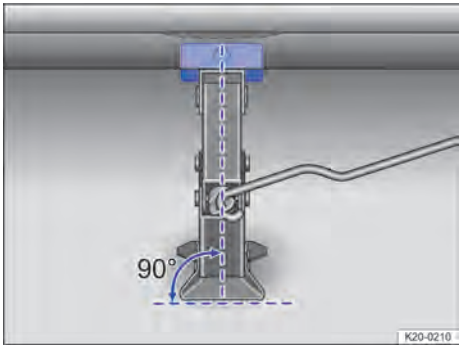
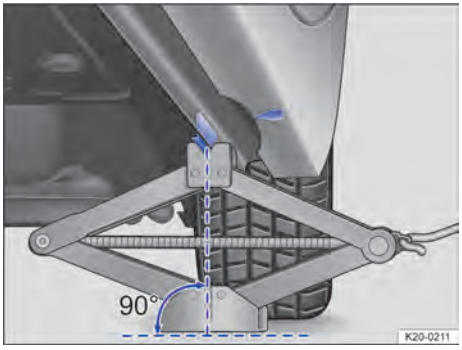

Bilde 218 Korrekt justering av jekken.
Bilde 219 Korrekt justering av jekken.
4. Kontroller at hele jekkfoten står stødig på bakken og er plassert loddrett nøyaktig under festepunktet → Bilde 218 og → Bilde 219.
5. Rett ut jekken, og sveiv samtidig klaven videre oppover helt til den griper rundt jekkfestepunktet under bilen → Bilde 219.
- Jekken skal bare plasseres på festepunktene som er beskrevet. Jekkens klave må gripe sikkert rundt kanten på kanalen → Bilde 219.